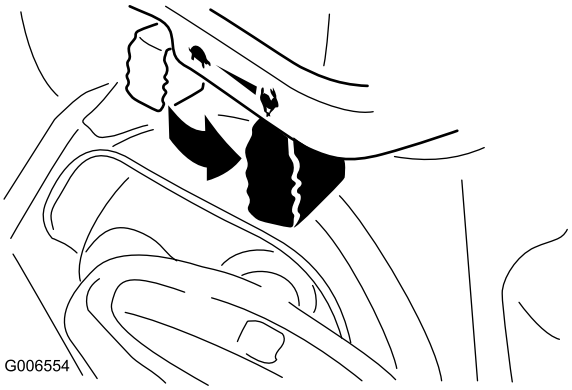

Figur 22
6. Flyt gashåndtaget til positionen Fast (hurtig) (Figur 22).